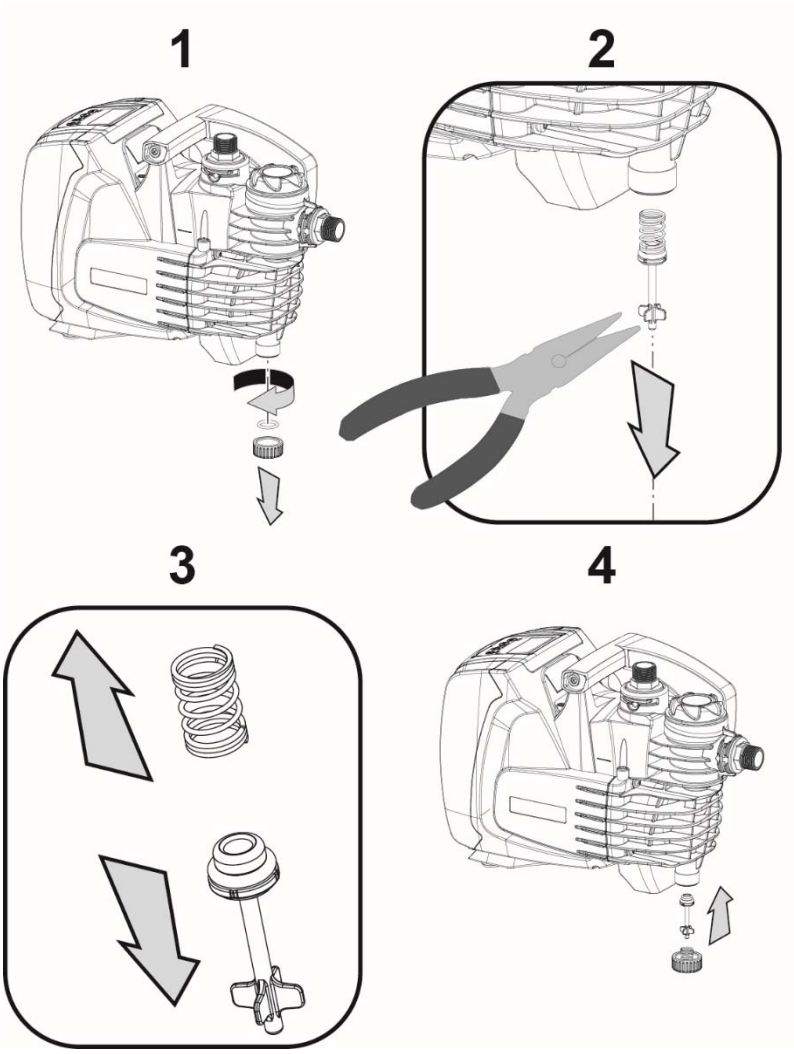

Afb. 5
3. verwijder hoe dan ook de afvoerdop, maar let op dat de O-Ring niet valt (Afb.5);